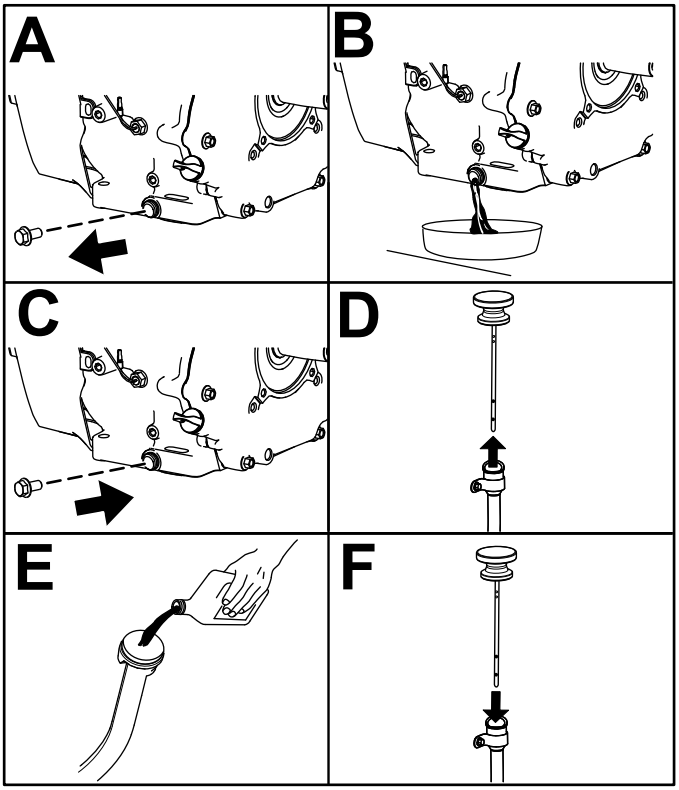

Bild 42
6. Wechseln Sie das Motoröl, wie in Bild 42 abgebildet.